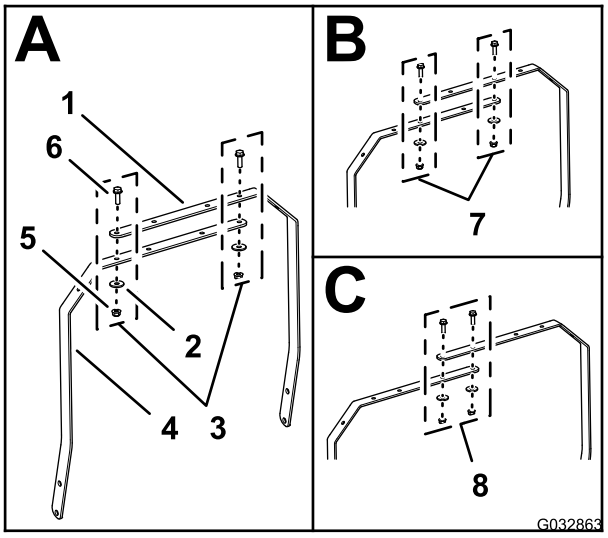

Рисунок 9
- **У машин серии 800** совместите два отверстия в левой и правой планках штанги освещения, как показано на виде A на Рисунок 9.
- **У машин серии 1000** совместите два отверстия в левой и правой планках штанги освещения, как показано на виде B на Рисунок 9.
- **У машин серии 1600** совместите два отверстия в левой и правой планках штанги освещения, как показано на виде C на Рисунок 9.